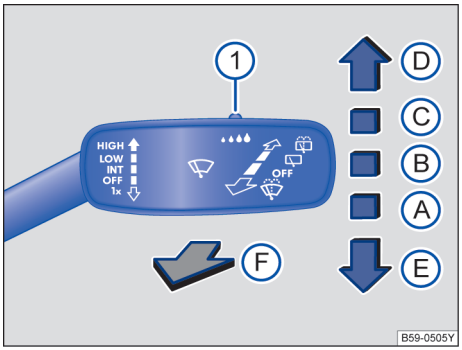

图 75 操作车窗玻璃刮水器
① 使用开关→ 图 75①调节雨量传感器的灵敏度。
– 向下短按车窗玻璃刮水器操作杆 →图 75 Ⓔ。